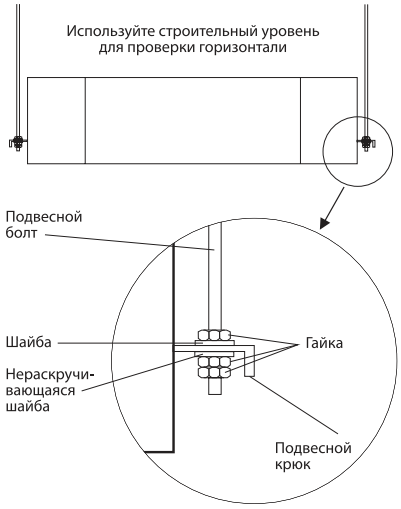

Рисунок 31 - Крепление подвесных болтов к внутреннему блоку
• Отрегулируйте относительное положение подвесных болтов таким образом, чтобы блок был расположен горизонтально со всех сторон. Для проверки горизонтали воспользуйтесь строительным уровнем. Неправильная установка внутреннего блока может привести к утечке воды, воздуха и т.д. (см. рис. 31).